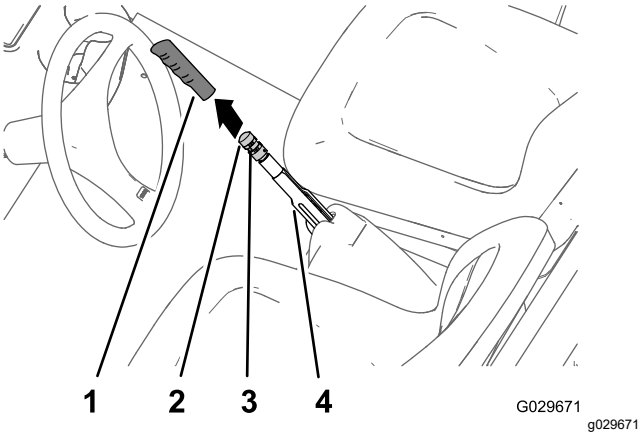

Figuur 56
1. Verwijder de handgreep van de parkeerremhendel (Figuur 56).
2. Draai de stelschroef los waarmee de knop voor de remafstelling is bevestigd aan de parkeerremhendel (Figuur 56).
3. Verdraai de knop van de remafstelling tot u een kracht van 133 tot 156 N bereikt om de parkeerremhendel in te schakelen (Figuur 56).
4. Draai de stelschroef vast en plaats de handgreep (Figuur 56).
2. Draai de stelschroef los (Figuur 56) waarmee de knop voor de remafstelling is bevestigd aan de parkeerremhendel. Stel de parkeerrem vrij en draai de knop voor de remafstelling los.
5. Draai aan de knop voor remafstelling (Figuur 56) totdat een kracht van 133 tot 156 N nodig is om de parkeerremhendel in werking te stellen.
C. Draai aan de knop voor remafstelling (Figuur 56) totdat een kracht van 133 tot 156 N nodig is om de parkeerremhendel in werking te stellen.
- Draai de stelschroef vast en plaats de handgreep (Figuur 56).